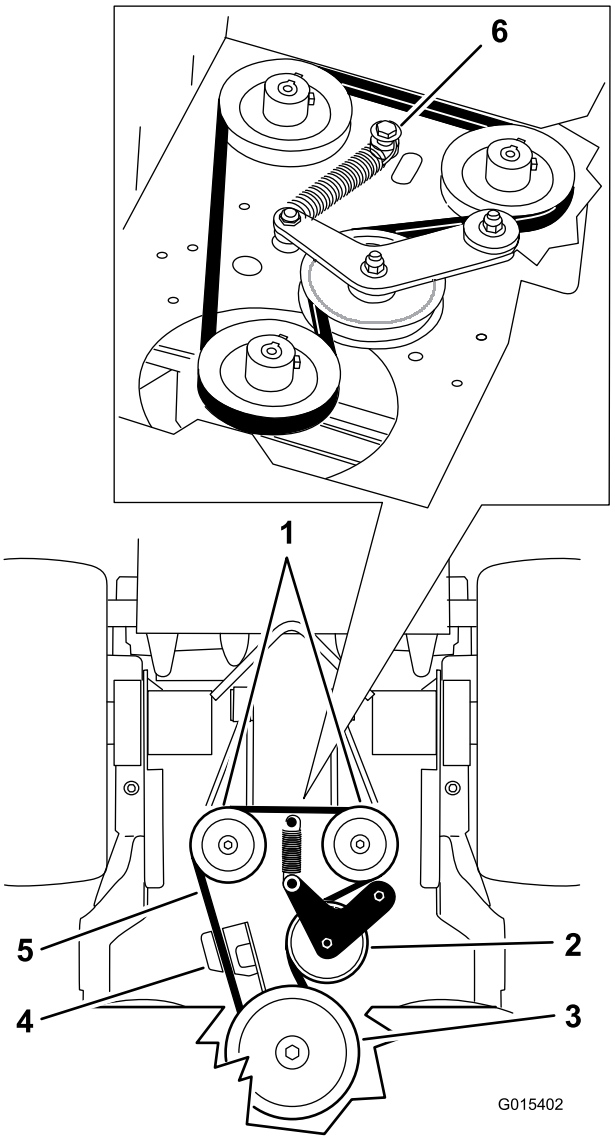

Figur 67
5. Fjern skulderbolten, mutteren og skiven fra motorenheten og den tilkoblede fjæren (Figur 67).
6. Fjern pumpedrivremmen (Figur 67).
8. Monter fjæren på skulderbolten og skiven, og koble til motorenheten med mutteren (Figur 67).